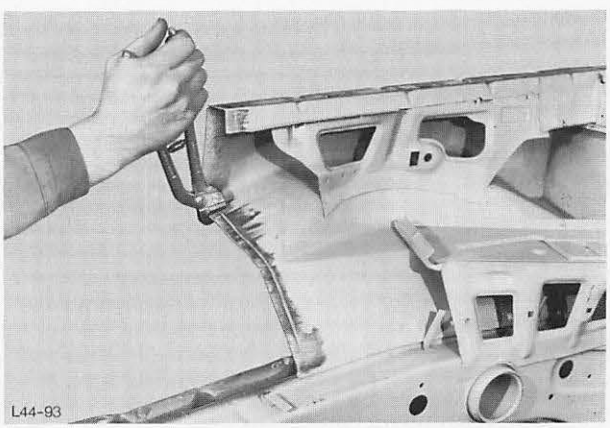

Abb. 89 Schnittkante abkanten
6. Schnittkante-Stehblech mit einer Abkantzange abkanten, Abb. 89.